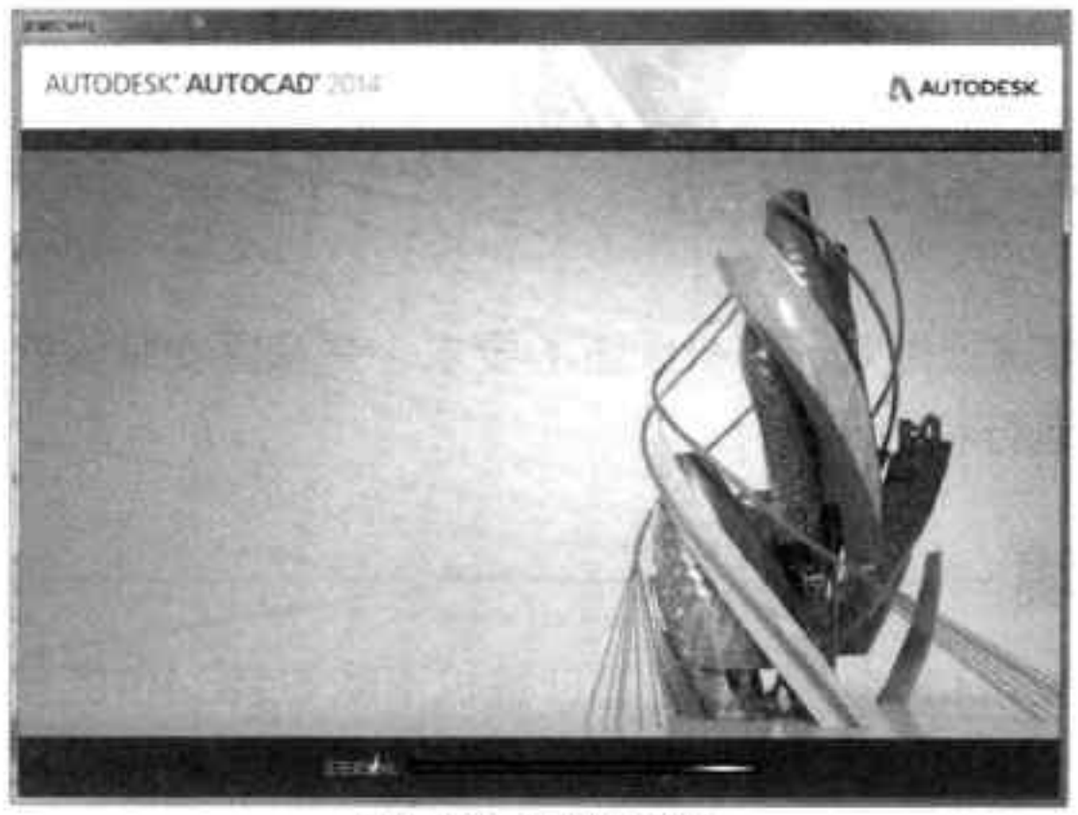

图1-23　安装初始化
Step 01 将 AutoCAD 2014 安装光盘放到光驱内，打开安装包，双击“Setup.exe”安装文件，打开系统安装初始化界面，如图 1-23 所示。